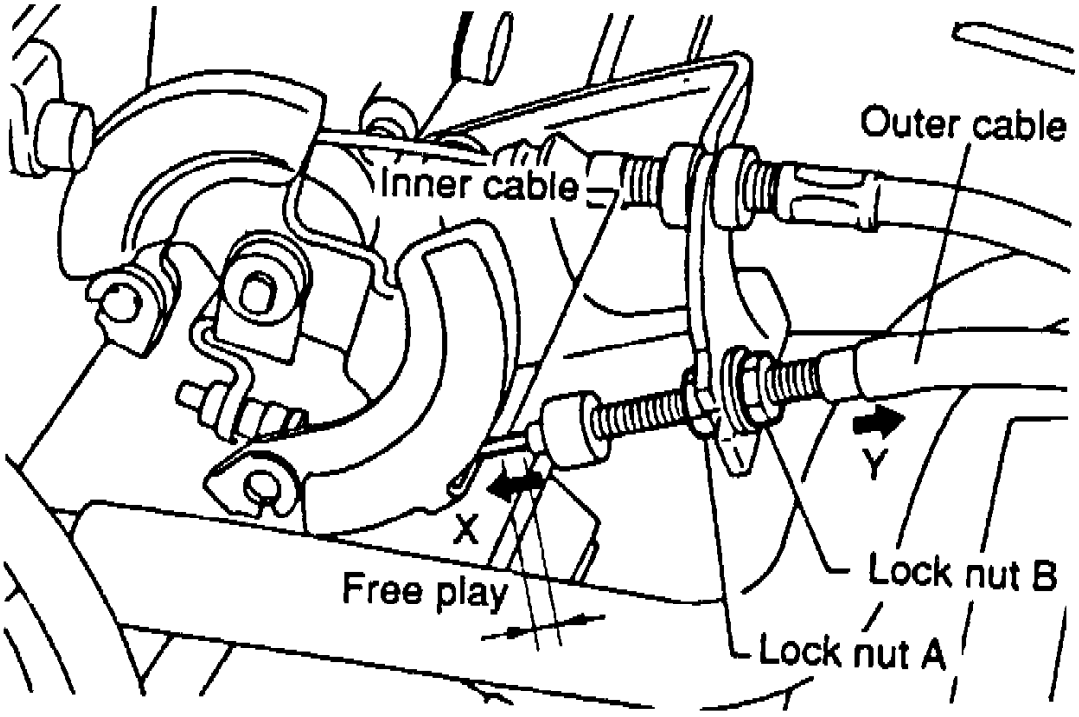

Fig. 19 Transmission Control Cable Adjustment
1. Loosen locknuts 1 and 2, **Fig. 19**.